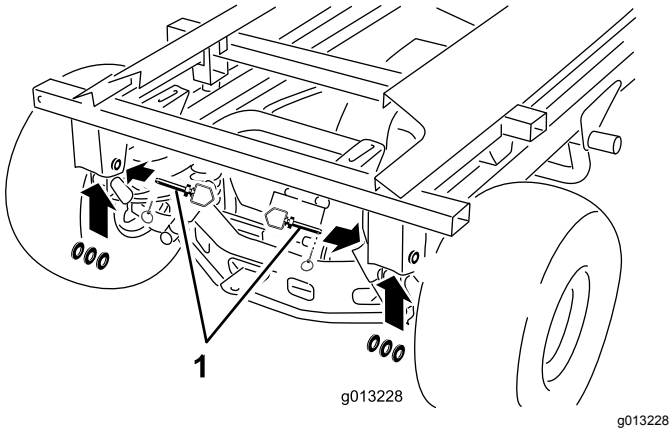

Figuur 50
10. Verwijder de achterste lynchpennen, koppelpennen en ringen (Figuur 50).